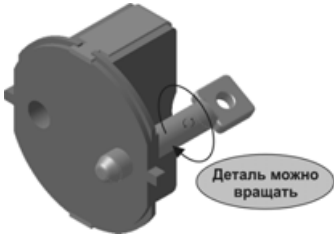

Рис. 7.27
- Нажмите кнопку **Повернуть компонент**, установите курсор на цилиндрическую грань детали **Штифт** и попробуйте вращать деталь в сборке — компонент сохраняет возможность вращения вокруг своей оси (рис. 7.27). Таким образом, деталь имеет две степени свободы.